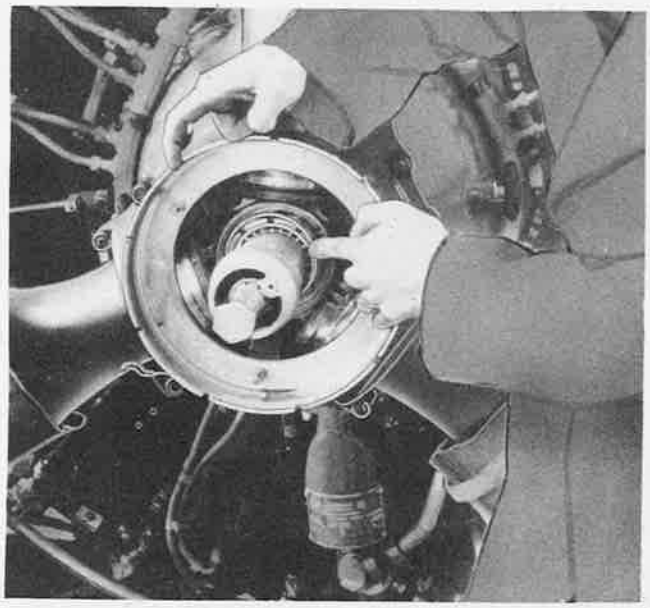

Figure 245—Installation of Retaining-Nut Lockwire. (Tail to Follow Direction of Finger.)
(7) Install the propeller retaining-nut lock wire with its head placed through the retaining-nut slot, propeller shaft hole, and into the distributor-valve housing slot (spline groove). Pin head of lock wire should lead in direction of rotation of propeller shaft, while tail end of lock wire should trail. Snap this lock wire as illustrated into position in the lock-wire groove provided for it in the retaining nut. (See figure 245.)
(8) Turn each propeller blade by hand to the high-pitch angle position (88 degrees or full-feathering) against the stop pins. This will place all blade gear segments in proper position for alignment with rotating cam gear in propeller dome.